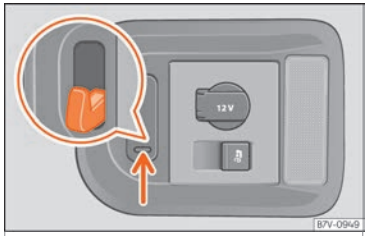

Fig. 176 In the boot: retaining hooks.
On the right-hand side of the luggage compartment, there are folding retaining hooks ››› Fig. 176 that can be used to secure light shopping bags.
- Press the retaining hooks down ››› Fig. 176 (arrow) and fold them.